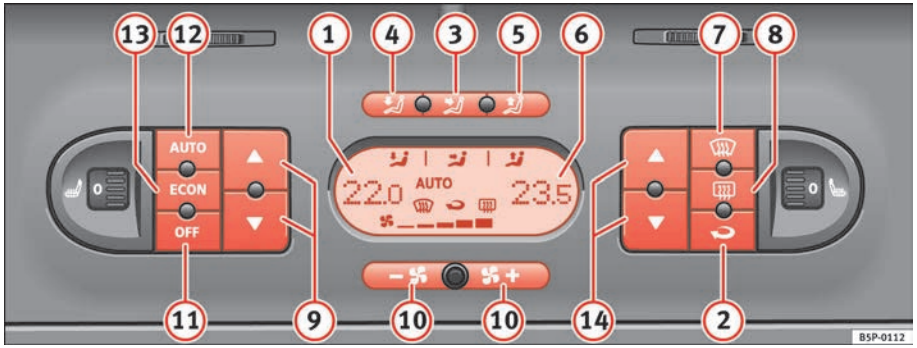

Fig. 132 On the dash panel: 2C Climatronic controls
– Press the temperature control buttons ⇒ page 156, fig. 132 (9) or (14) in order to adjust the temperature on the left hand side or the right hand side respectively.
– Press the button AUTO ⇒ page 156, fig. 132. “AUTO” is shown on the display. ▶